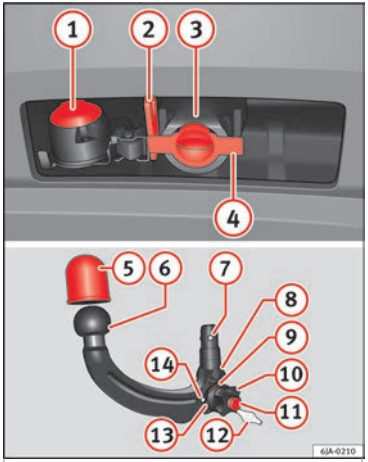

Fig. 194 Towing bracket device support for hitching/ball-headed bar.
Key to ›› **Fig. 194**
– Remove the cap from the clamping bush (4) ››› **Fig. 194** by pulling downwards.
– Place the cover over the clamping bush (4) ››› Fig. 194.